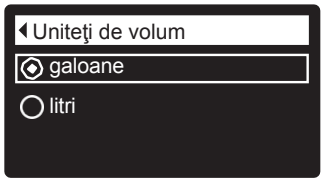

FIG. 61
5. Apăsaţi SELECT (⬭), pentru a afișa meniul preferințelor utilizatorului. (fig. 61).
6. Dacă există un punct lângă opțiunea dorită (fig. 61), treceţi la Pasul 7. În caz contrar, apăsați taste ÎN JOS (▼) sau ÎN SUS (▲), pentru a defila la altă opțiune,și apoi apasaţij SELECT (⬭), pentru a selecta